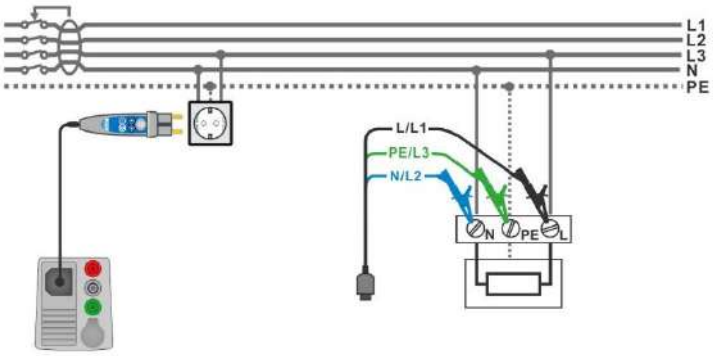

Figure 7.132: AUTO TN (RCD) measurement
- Connect 3-wire test lead or Plug commander to the object under test, see ***Figure 7.132***.